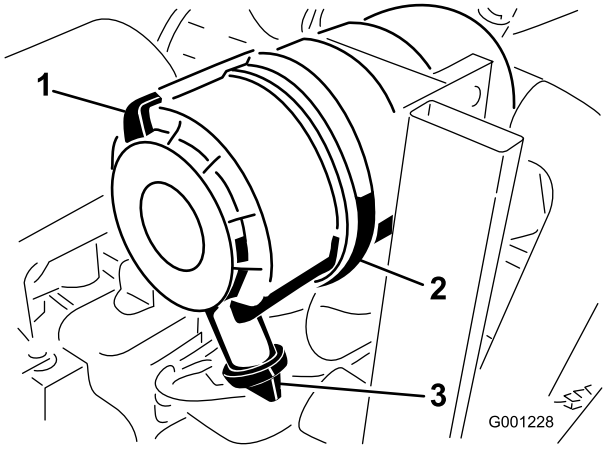

**Figur 46**
1. Træk låsen udad, og drej luftfilterdækslet mod uret (Figur 46).
2. Fjern dækslet fra luftfilterets hovedelement (Figur 46).
8. Monter dækslet således, at gummiudløbsventilen vender nedad – i en position mellem ca. klokken 5 og klokken 7 set fra enden (Figur 46).